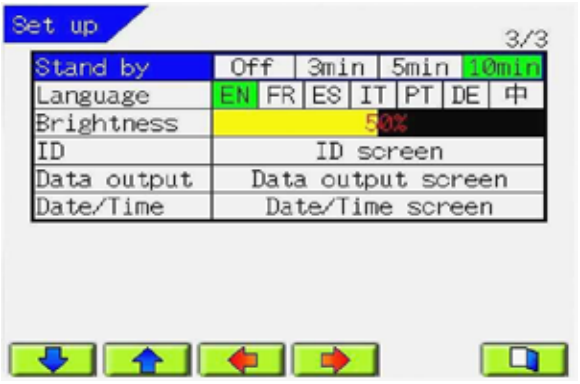

Figure SU-20 Standby, Setup Screen
1. On the Setup Screen, press the UP or DOWN buttons to find the Standby category. Refer to Figure SU-20.